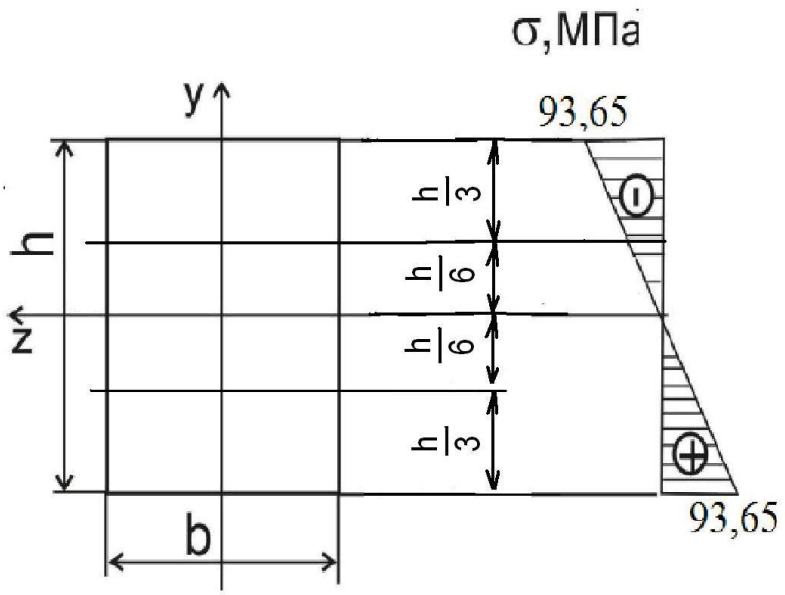

Рисунок 6
6. В сечении заделки (где действует максимальный изгибающий момент) нормальное напряжение для балки прямоугольного сечения на расстоянии $h/3$ от верхнего края (см. рисунок 6)